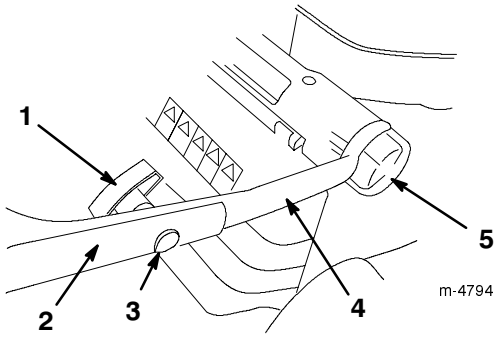

Figuur 2
1. Maak de instelknoppen voor de handgreephoogte los en draai de onderste hendel naar de achterkant van de grasmaaier totdat deze vastklikt in een van de handgreephoogte-instellingen zoals wordt aangegeven in figuur 2. Om de hendelhoogte in te stellen, zie *Handgreephoogte instellen* op blz. 10.
3. Bevestig het bovenste deel op het onderste deel van de handgreep met de bouten met ovale kop en de handgreepknoppen, zoals wordt aangegeven in figuur 2. **Draai de knoppen goed vast.**